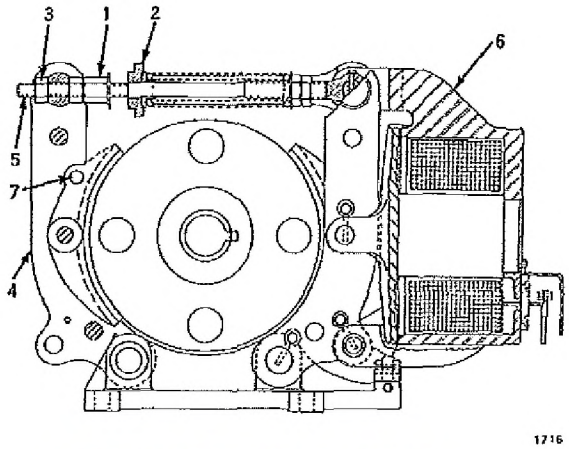

Figure 9-2. Shoe Brake - Friction Lining Replacement
1. Loosen locknut (1, Figure 9-2) and tighten the locknut against yoke (2) until air gap "S" is closed.
2. Remove nut (3) and swing brake jaw (4) outward to disengage torque rod (5). Swing the torque rod over brake pot (6).
3. Then remove the brake shoe assembly through the top of the brake jaw. Care must be taken not to loosen friction plugs (7) and the spring in the brake shoe assembly. Replace the brake linings.